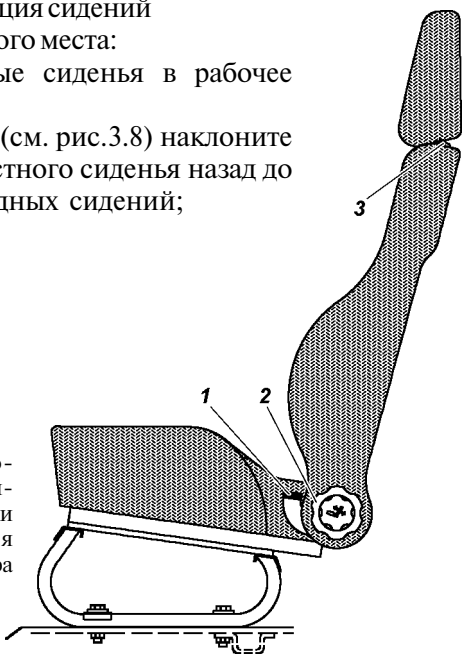

Рис. 3.7. Переднее сиденье:
-вниз также усилием руки, но при нажатой кпопке 3 (рис. 3.7) фиксатора подголовника.
Регулировка **передних сидений** в продольном направлении осуществляется с помощью рычага 1 (см. рис. 3.7):